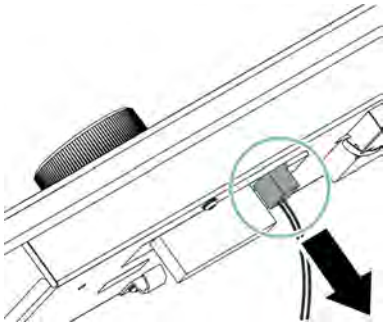

Fig. 22: Temperature sensor plug
13. Carefully disconnect the plug of the temperature sensor (*Fig. 22*).
3. Plug in the plugs of the temperature sensor (*Fig. 22*).